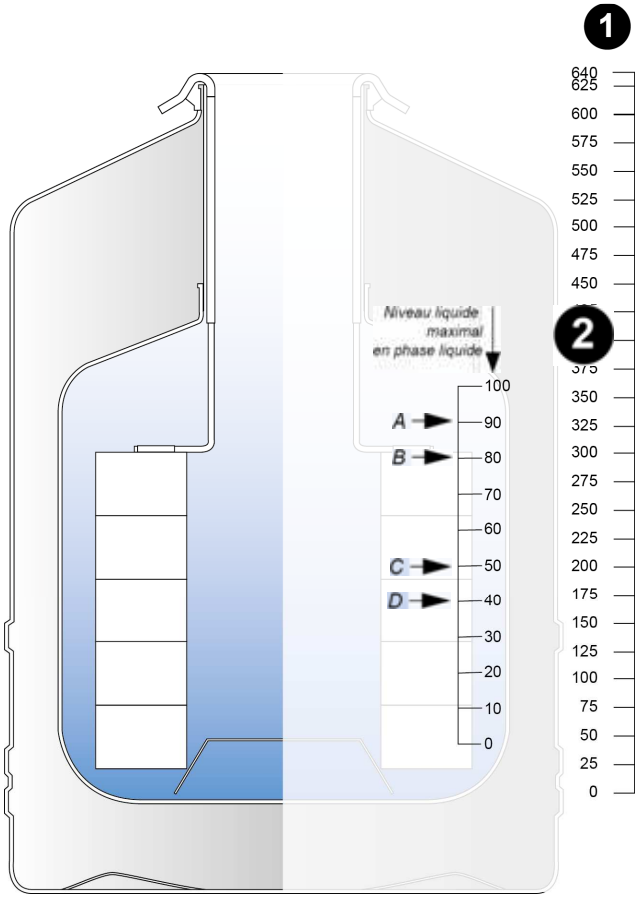

Figura 15-2: ARPEGE 40 - Fase liquida - scala di misura.
- **Quattro pressioni successive in meno di 2 secondi**: il riempimento del serbatoio è lanciato. Il riempimento viene arrestato automaticamente quando viene raggiunto il Livello alto (UCL) (vedi Figura 15-2 Figura 15-19). La funzione di degassaggio è attivata se l'opzione è presente e se la temperatura sulla sonda di degassaggio non è raggiunta.